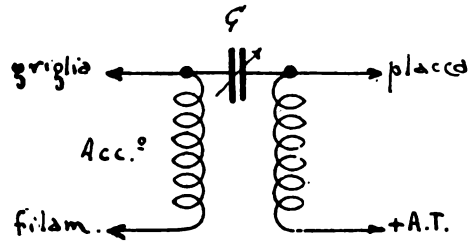

fig. 1
La tendenza di raggiungere il medesimo scopo con minori mezzi si fece sensibile anche nella superrigenerazione. Il primo passo verso la semplificazione fu quello di sopprimere la valvola rivelatrice separata (fig. 1) e di dare questa funzione alla prima valvola. (Vedi schemi già descritti).
Precisamente, come nel circuito della fig. 1, la tensione anodica aumenta e diminuisce nel ritmo della frequenza modulatrice. Con la stessa frequenza varia anche la resistenza di griglia, come nel circuito della fig. 2. Questo montaggio potrebbe perciò considerarsi come una fusione dei precedenti.
nella ricezione e riproduzione se la frequenza modulatrice viene prescelta troppo bassa, dove l'amplificazione dovrebbe raggiungere il suo massimo. L'uso di una valvola rivelatrice separata, come per es. nel caso della fig. 1, sarebbe atta ad attenuare questo pericolo. Il circuito della fig. 1 (1) non è però molto pratico, la fig. 9 ci mostra una soluzione più elegante di questo problema. La prima valvola funziona qui come amplificatrice ad alta frequenza e modulatrice; accoppiata magneticamente ad essa vi è la valvola rivelatrice. Il circuito di griglia ad alta frequenza è composto dal quadro L e dal condensatore C, mentre il circuito di griglia modulatore L1 C1 è accoppiato al rispettivo circuito anodico L2 C2. il circuito anodico ad alta frequenza C3 L3 è sintonizzato di nuovo sulla lunghezza d'onda da riceversi, di modochè risulta un effetto di reazione secondo il metodo accennato a proposito della fig. 7. Con questo montaggio, la reazione non potrà essere troppo forte, essendo il circuito anodico sintonizzato, accoppiato strettamente col circuito di griglia della rilevaltrice. Questo circuito è sintonizzato semi-aperiodicamente, ma potrebbe essere senz'altro sintonizzato sull'onda rinforzata dall'effetto della superreazione ma non ancora rettificata. Ciò avrebbe per risultato di rendere l'apparecchio molto selettivo, ma diciamolo pure, anche molto difficile a maneggiarsi. C4 e R sono gli organi necessari per la rettificazione, che già conosciamo. Il ricevitore è inserito nel circuito anodico della rivelatrice ed è shuntato contemporaneamente con la batteria anodica dal condensatore C5. Una seconda reazione sarebbe possibile inserendo una bobina di reazione nel circuito anodico della rivelatrice, azionante su L3, come è il caso nel conosciutissimo circuito C. 119.
Fatto ciò si monterà il condensatore tenendo presente lo schema di fig. 1. Tale condensatore dovrà esser a dielettrico *aria*, preferibilmente munito di lungo manico in ebanite poichè l'innesco è spesso critico e l'effetto della capacità della mano dell'operatore potrebbe riuscire nocivo. Si noti che questo condensatore collega elettrostaticamente la griglia della prima valvola a. f. e la placca della rivelatrice. Questo montaggio può presentare delle varianti che, generalmente, non apportano benefici sensibili all'efficienza ed al rendimento del complesso. E' anche inutile trattenersi sul funzionamento dettagliato poichè ogni amatore conosce i metodi ordinari di reazione, tutti basati nel ritornare alla griglia una parte dell'energia che si ha sulla placca.